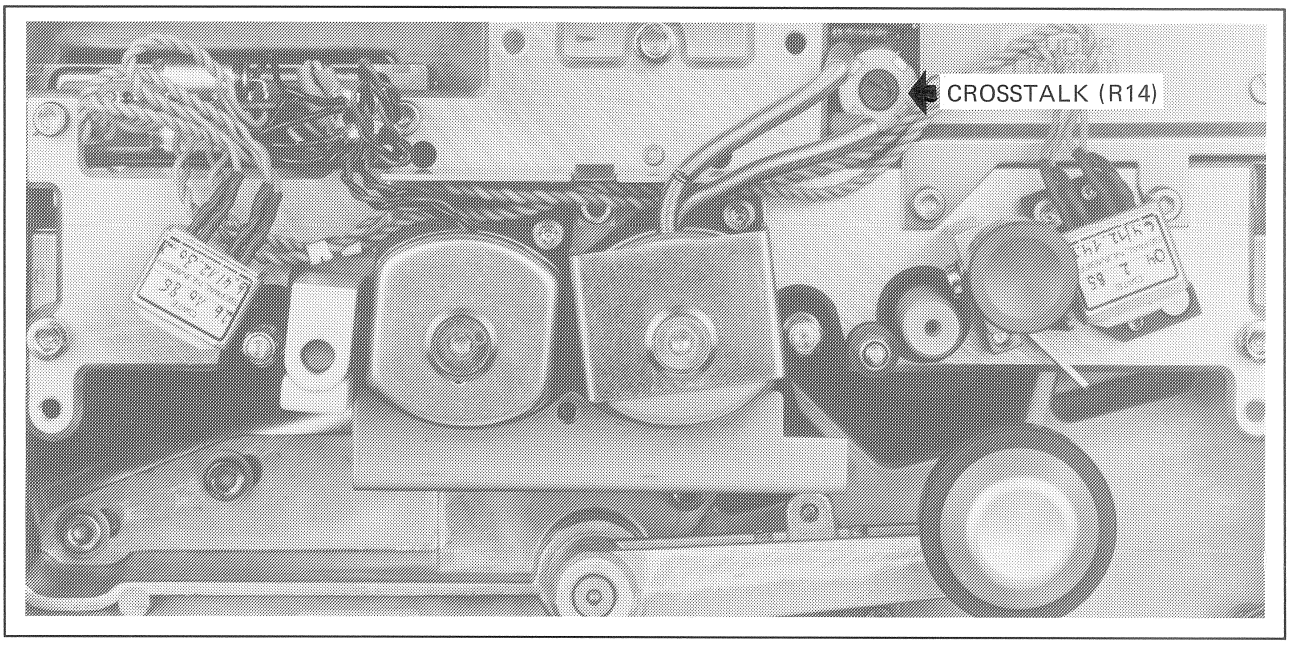

Fig. 4.4.
- Align for minimum output voltage with the aid of the CROSSTALK potentiometer (preamplifier in headblock, R14, Fig. 4.4).